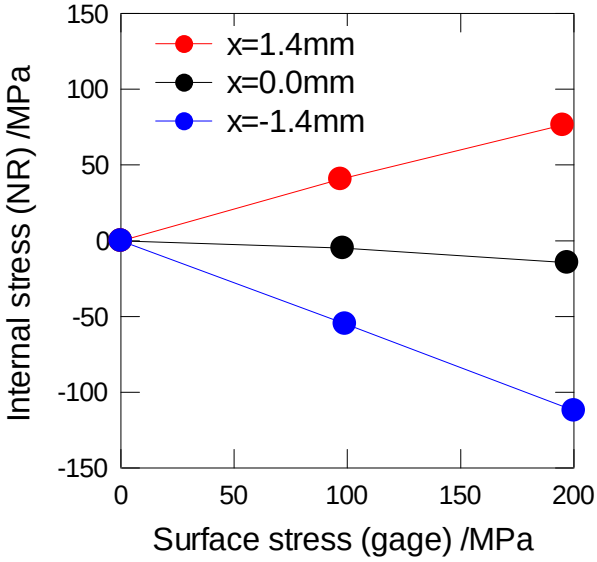

図2　中性子回折から算出した内部応力と歪ゲージから算出した表面応力の相関
- 図2に中性子回折から算出した内部応力と歪ゲージから算出した表面応力の相関を示す。内部応力は表面の～1/2、中心部の応力は0で妥当な結果。中性子回折による内部応力評価を実証。測定精度：3MPa。